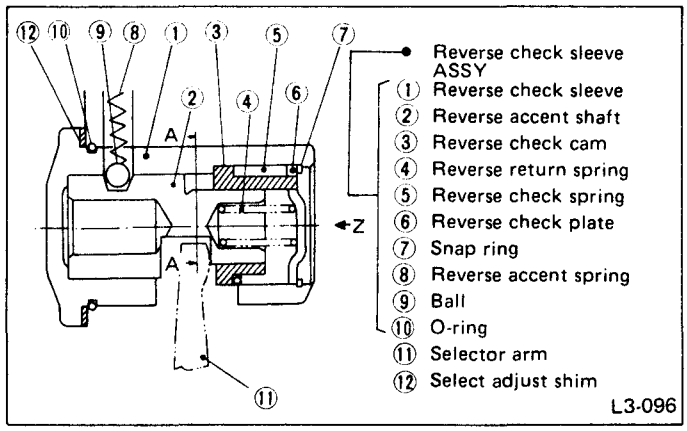
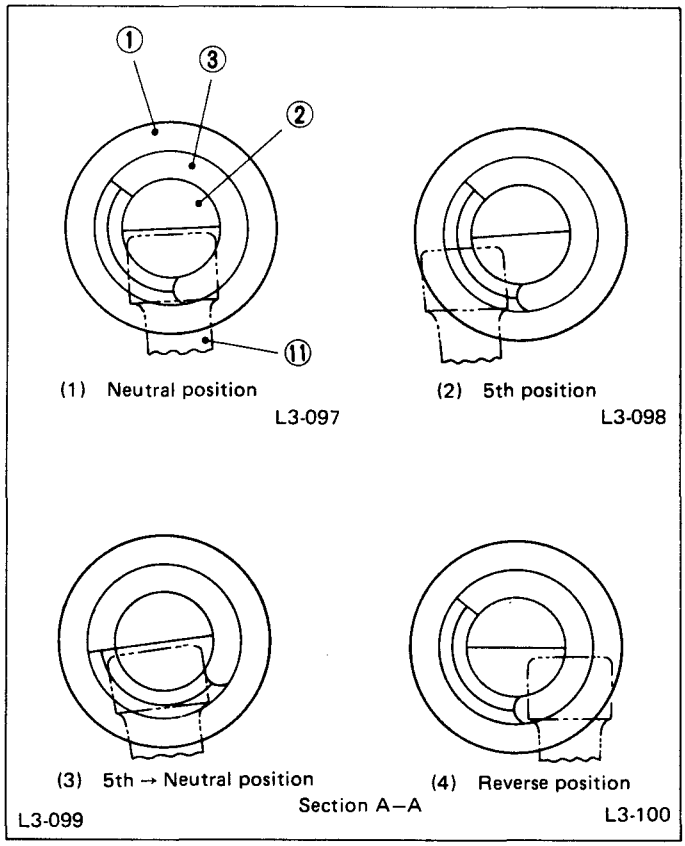
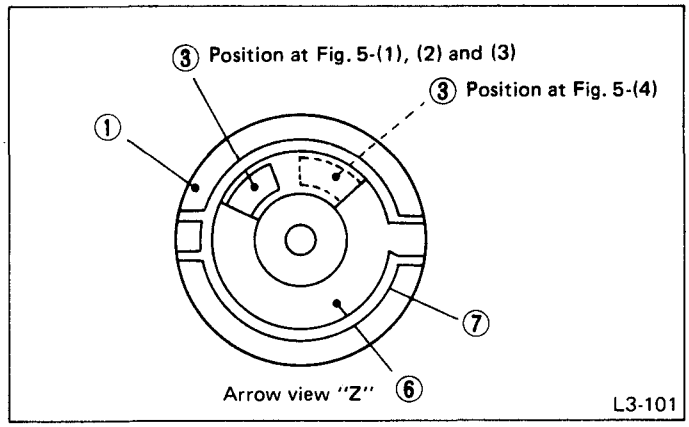

Fig. 4
Fig. 5
Fig. 6
- The sleeve ① is bolted to the transmission case. The shaft ② is inserted in the sleeve ①. On the smaller-diameter side (right side in Fig. 4) of this shaft ②, the cam ③ is loosely mounted so that it can rotate, and the sleeve ① holds the cam in place with its stepped part.
- As shown in Fig. 5, the sleeve ① and shaft ② have a notch, and the arm ⑪ is placed between the notches. The position of the arm ⑪ shown in Fig. 4 is the neutral position (hereafter referred to as Ⓝ position). The point where the arm stops when moved to the left is the 1st and 2nd position. Opposite this, the point where the arm stops when moved to the right is the 5th and reverse position.
Fig. 5 shows the section A-A in Fig. 4, and Fig. 6 the view Z in Fig. 4.
The arm ⑪ pushes the shaft ② and cam ③ simultaneously and moves to the 5th and reverse side, as shown in [Fig. 5-(1)].
As shown in [Fig. 5-(2)], the arm ⑪ moves to the 5th side pushing the shaft ②. When the arm ⑪ pulls out of the cam ③, the cam is returned to the original position by the spring ⑤.
As shown in [Fig. 5-(3)], the arm ⑪ moves to the reverse side pushing the shaft ② and runs against the cam ③ that has already returned. The cam ③ has, as shown in [Fig. 6], a stopper, which hits against the plate ⑥. Thus, the cam ③ cannot rotate further. Accordingly, the arm ⑪ comes to a
From the position shown in [Fig. 5-(1)], the arm ⑪ again moves to the 5th and reverse side. When the shift is made to reverse, the arm ⑪ moves to the reverse position while pushing the shaft ② and cam ③ together.